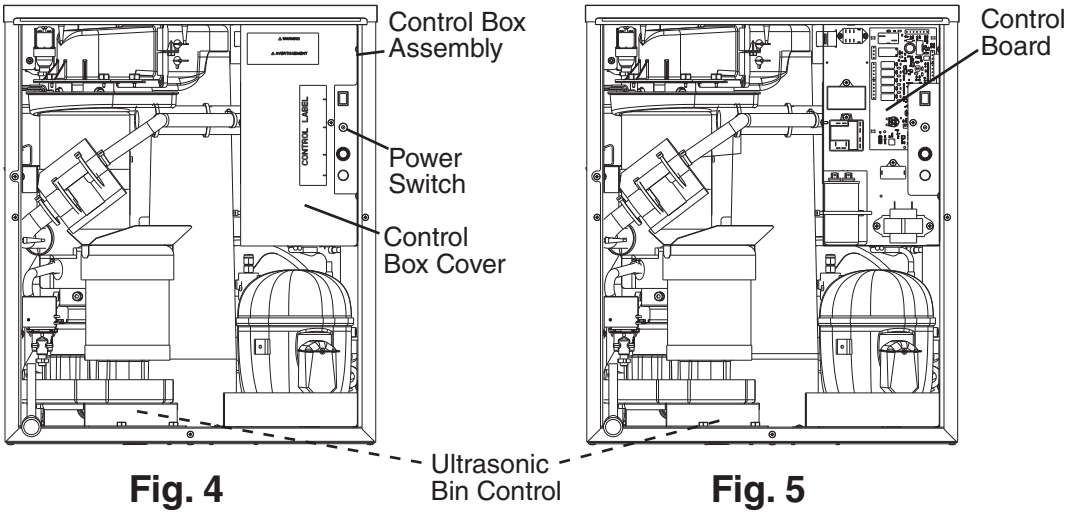

Fig. 4 **Fig. 5**
1) Move the power switch to the "OFF" position. Make sure the power supply is off to the icemaker and condensing unit. Remove the front panel to access the control box assembly. See Fig. 4. Remove the control box cover to access the control board. See Fig. 5.